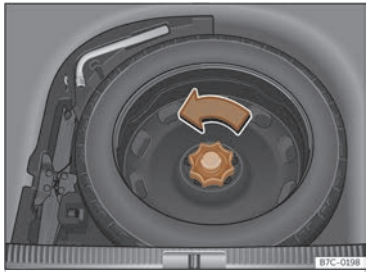

Fig. 253 In the luggage compartment: load floor raised.
- Turn the thumb wheel anticlockwise ››› Fig. 253.